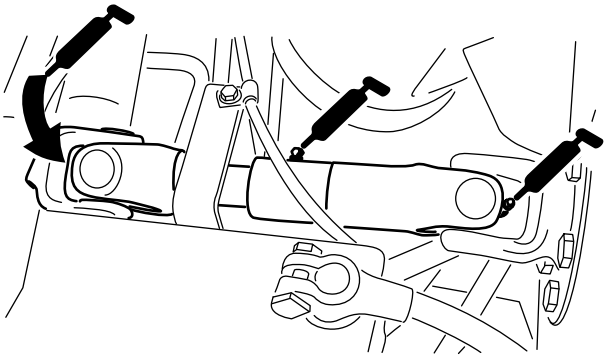

Figur 42
- Pumpens drivaksels U-samling (3) (Figur 42)